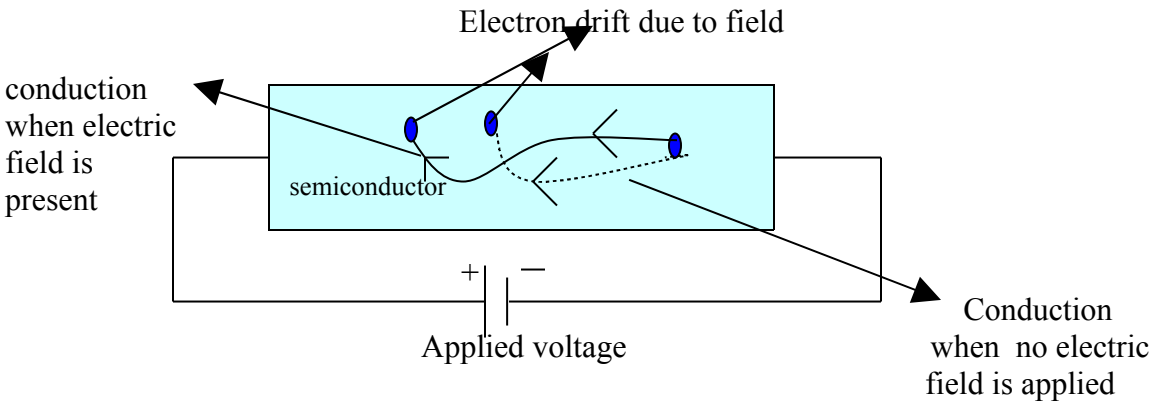

Figure 1.9
- However in the case of conductor or semiconductor at room temperature, a free electrons under the influence of electric field will move towards the +ve terminal of the applied voltage but will continuously collide with atoms all the ways as shown in figure 1.9.